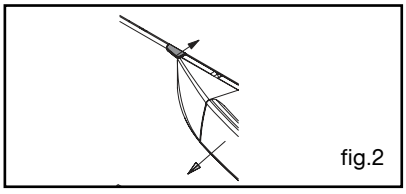

fig.2
- Trykk på spaken og åpne døren(fig.2).